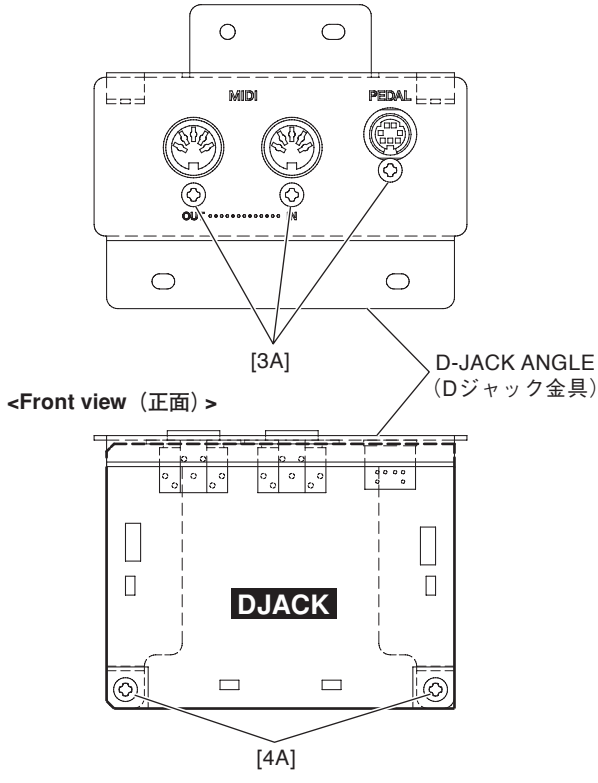

Fig. 4（図4）
4-3 Remove the three (3) screws marked [3A] and the two (2) screws marked [4A]. The DJACK circuit board can then be removed from the D-JACK angle. (Fig. 4)
4-3 [3A] のネジ 3 本と [4A] のネジ 2 本を外して、D ジャック金具から DJACK シートを外します。(図4)